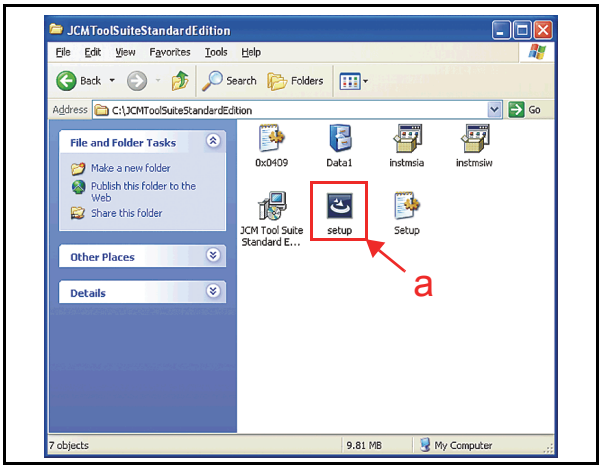

Figure 6-3 Setup.exe File Location
2. Open the Third Layer of the extracted Folder and Double-click on "Setup.exe"(See Figure 6-3 a).